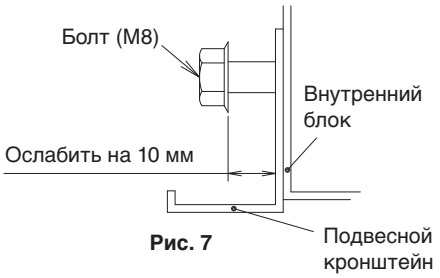

Рис. 7
- С обеих сторон отверните по 2 болта (M8) (всего 4 справа и слева) на 10 мм для установки подвесного кронштейна. **(См. рис. 7 и 8)**